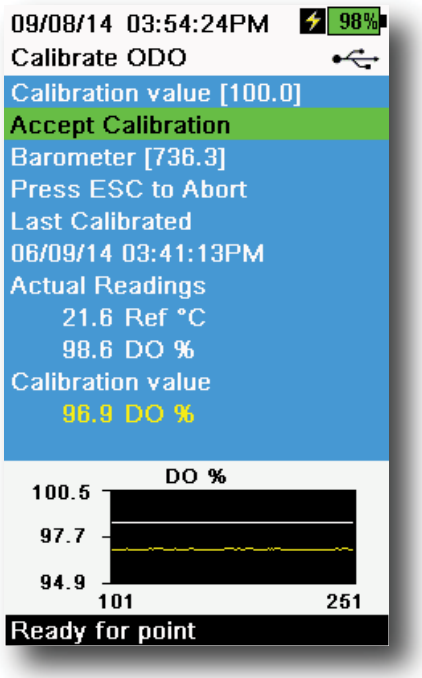

Figure 47 Calibrate ODO %
6. Observe the actual measurement readings for stability (white line on graph shows no significant change for 40 seconds), then select **Accept Calibration** (Figure 47). "Calibration successful!" will be isplayed in the message area.